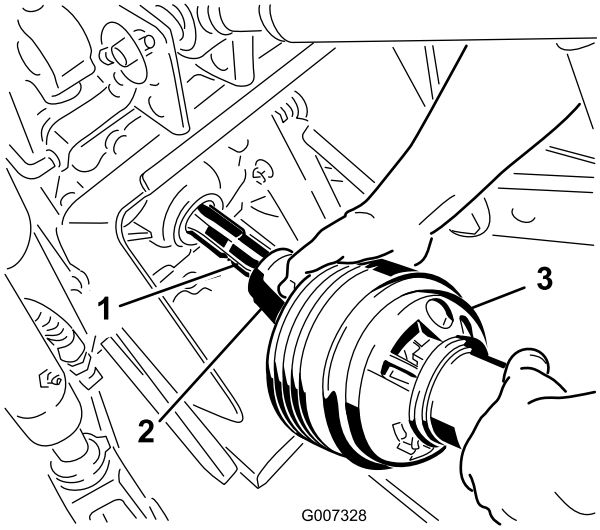

Figur 20
3. Anslut kraftuttagsaxeln till traktorns kraftuttagsaxel (Figur 20).